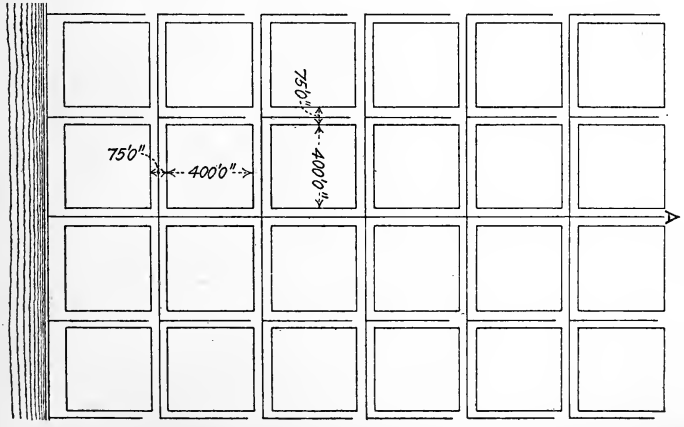

Fig. 8.
1. Design the sewers as shown on the accompanying sketch (Fig. 8), figuring the sizes, locating man-holes, catch-basins, etc. The river bank is at M. H. W. and the point *A* at 15 ft. above M. H. W. with uniform grade toward river. The sewer is of the separate type and the water consumption is to be figured at 100 gal. per capita, with 300 residents on each block. No provision for growth of city.